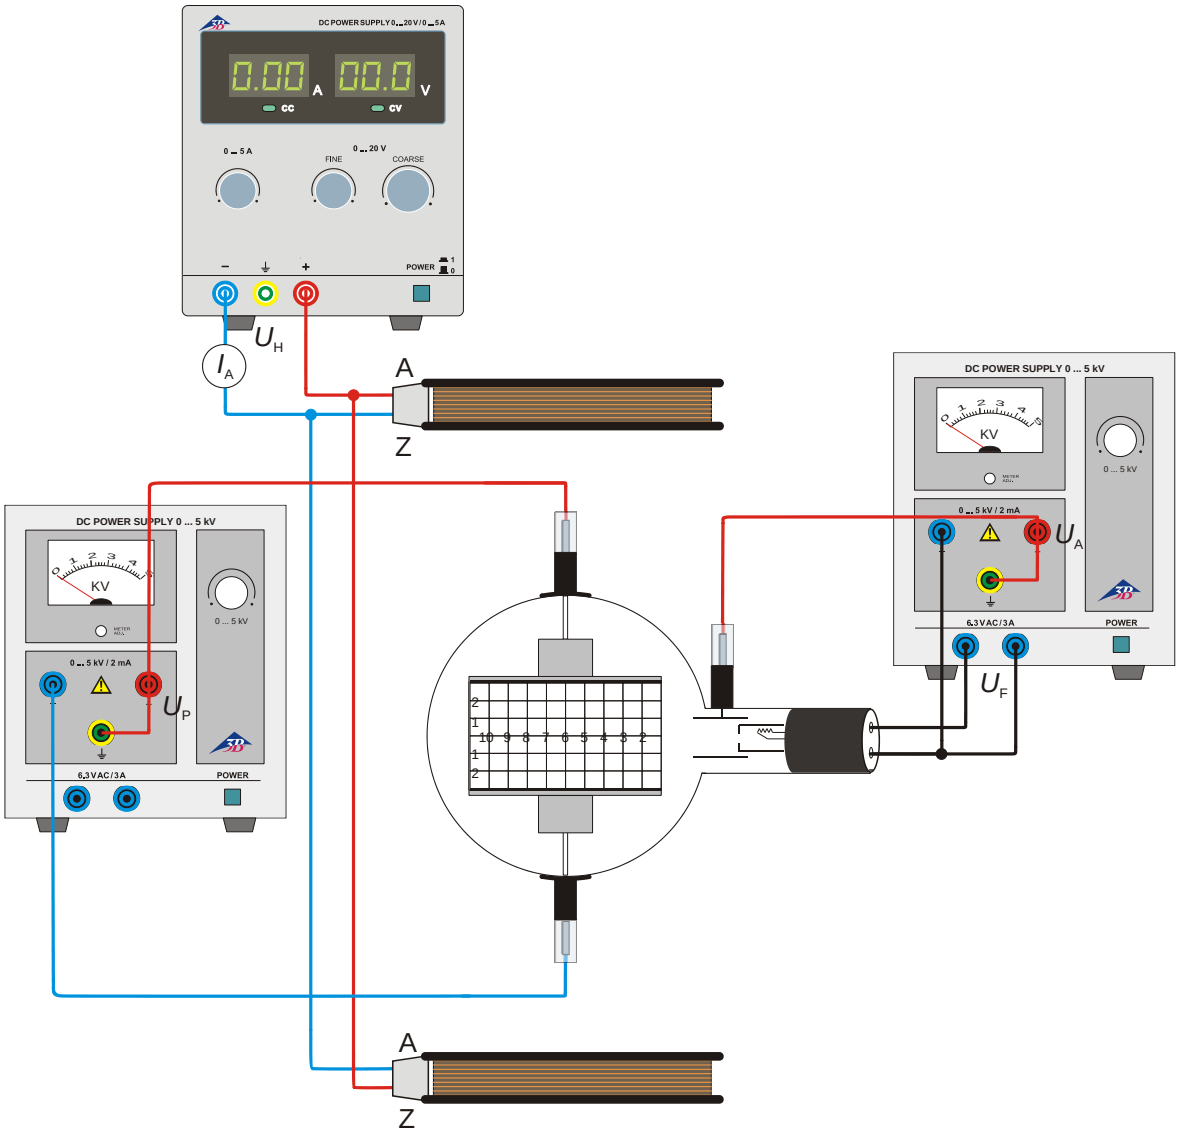

Fig. 4 Bestimmung von *e*/*m* mittels Feldausgleich
- Versuchsaufbau gemäß Fig. 4.